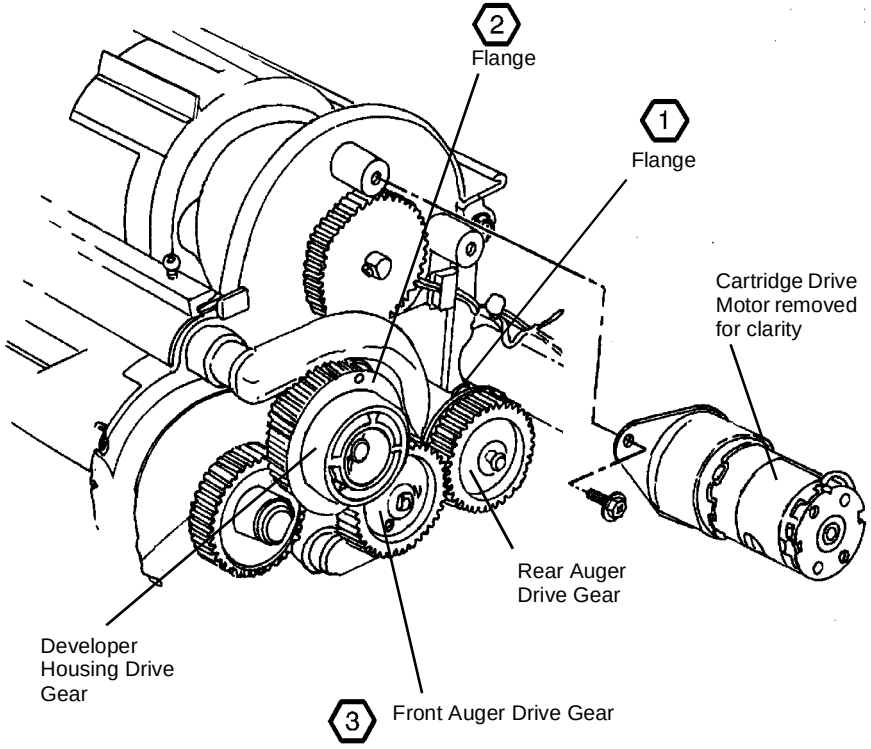

**Figure 2 Developer Housing and Auger Drive Gears**
- (Figure 2) Ensure that the Developer Housing Auger and Drive Gears are not damaged and are installed correctly.